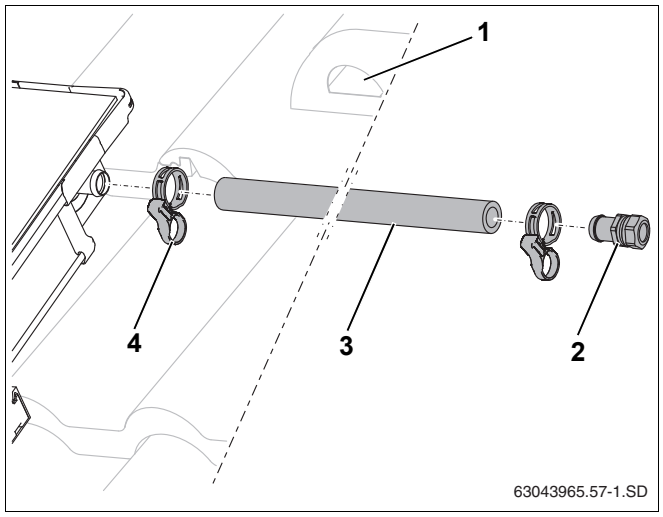

Рис. 51 Монтаж подающей линии (без воздушного клапана на крыше)
- Наденьте длинный шланг (1000 мм, рис. 51, **поз. 3**) на штуцер коллектора для подключения подающей линии и закрепить пружинным хомутом (рис. 51, **поз. 4**).
- Вставьте наконечник с зажимным кольцом (рис. 51, **поз. 2**) в шланг солнечного коллектора до упора и зажмите пружинным хомутом.
- Подключите сборную линию к наконечнику R¾ с зажимным кольцом (18 мм) (рис. 51, **поз. 2**).